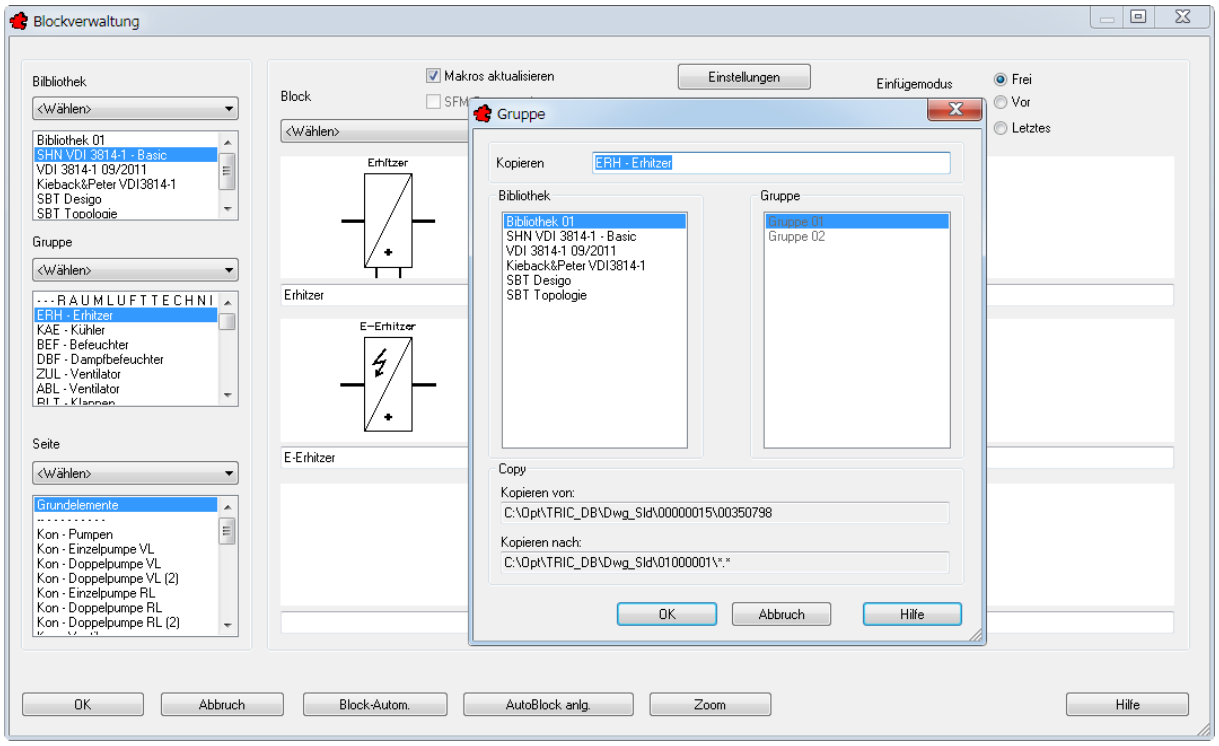

Bild 27.37 – Kopieren einer Gruppe von der SHN-Bibliothek in die eigene
- Kopieren Sie beispielsweise aus der Bibliothek *SHN VDI 3814-1 Basic* die Gruppe *ERH - Erhitzer* in Ihre *Bibliothek 01*. Die Blöcke werden samt allen Datenbankinformationen übertragen (Abb. 27.37).